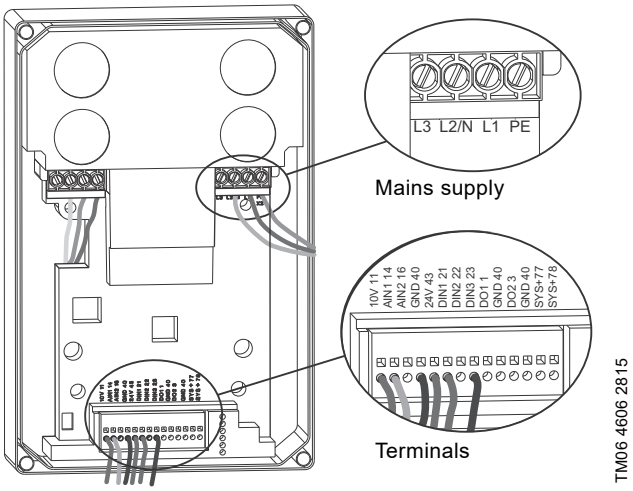

Fig. 1 Electrical connections, overview
5. Connect the wires to the power supply plug according to the terminal diagrams printed in the VFD, see fig. 1 mains supply.
– 1-phase VFD variant: connect phase line (L1) to L1, neutral line (N) to L2/N and protective earth (PE) to PE.
– 3-phase VFD variant: connect phase lines (L1, L2, L3) to L1, L2/N and L3, and connect protective earth (PE) to PE.
See fig. 1 terminals.